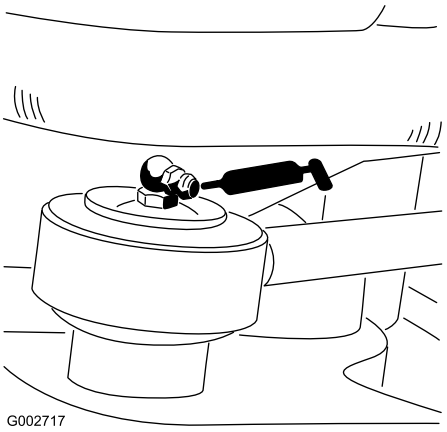

**Figuur 24**
- Stangeinde van stuurcilinder (1) (uitsluitend Model 08705) (Figuur 24)